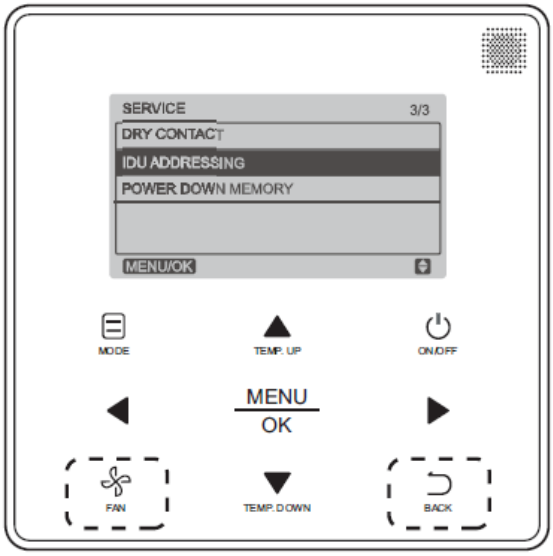

Fig. 36 —Programmable Controller (40VM900003) IDU Addressing Menu
1. Press **FAN** and **BACK** simultaneously for five seconds to access parameter settings as shown in Fig. 36.